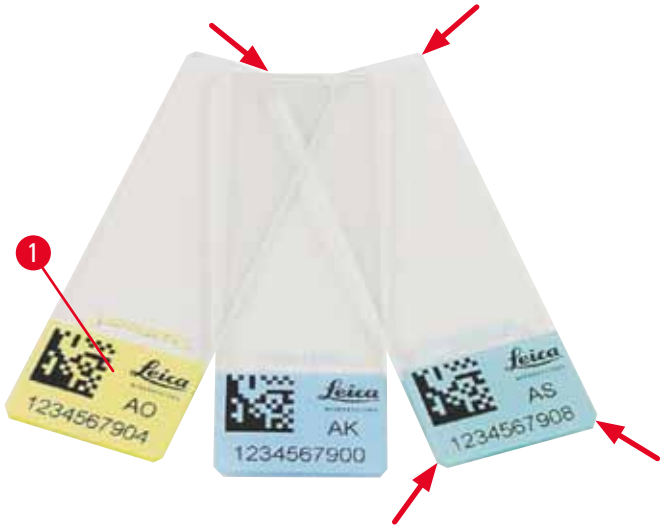

Afb. 4
Alleen standaard-objectglaasjes met een gecoat veld dat kan worden bedrukt (→ "Afb. 4-1") kunnen worden gebruikt voor de Leica IP S (→ "Afb. 4").
- Om de hoeveelheid glasstof te beperken en mechanische uitval te voorkomen, mogen alleen objectglaasjes met afgeschuinde hoeken (hoeken van 45°, (→ "Afb. 4")).